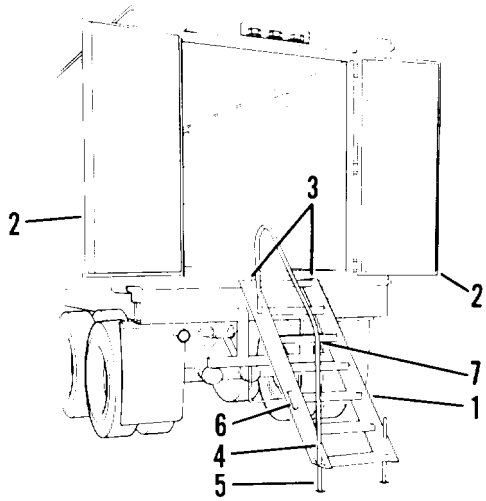

Figure 2-26. Positioning ladder
(2) With van body doors (2, figure 2-26) open, hook ladder (1) in mounting holes (3) on van.
(3) Remove pins (4) from adjustable legs (5). Remove adjustable legs (5) from mounting brackets (6).
(4) Install adjustable legs (5) on lower ladder (1). Secure with lower pins (4).
(5) Install handrail (7) on adjustable leg (5).